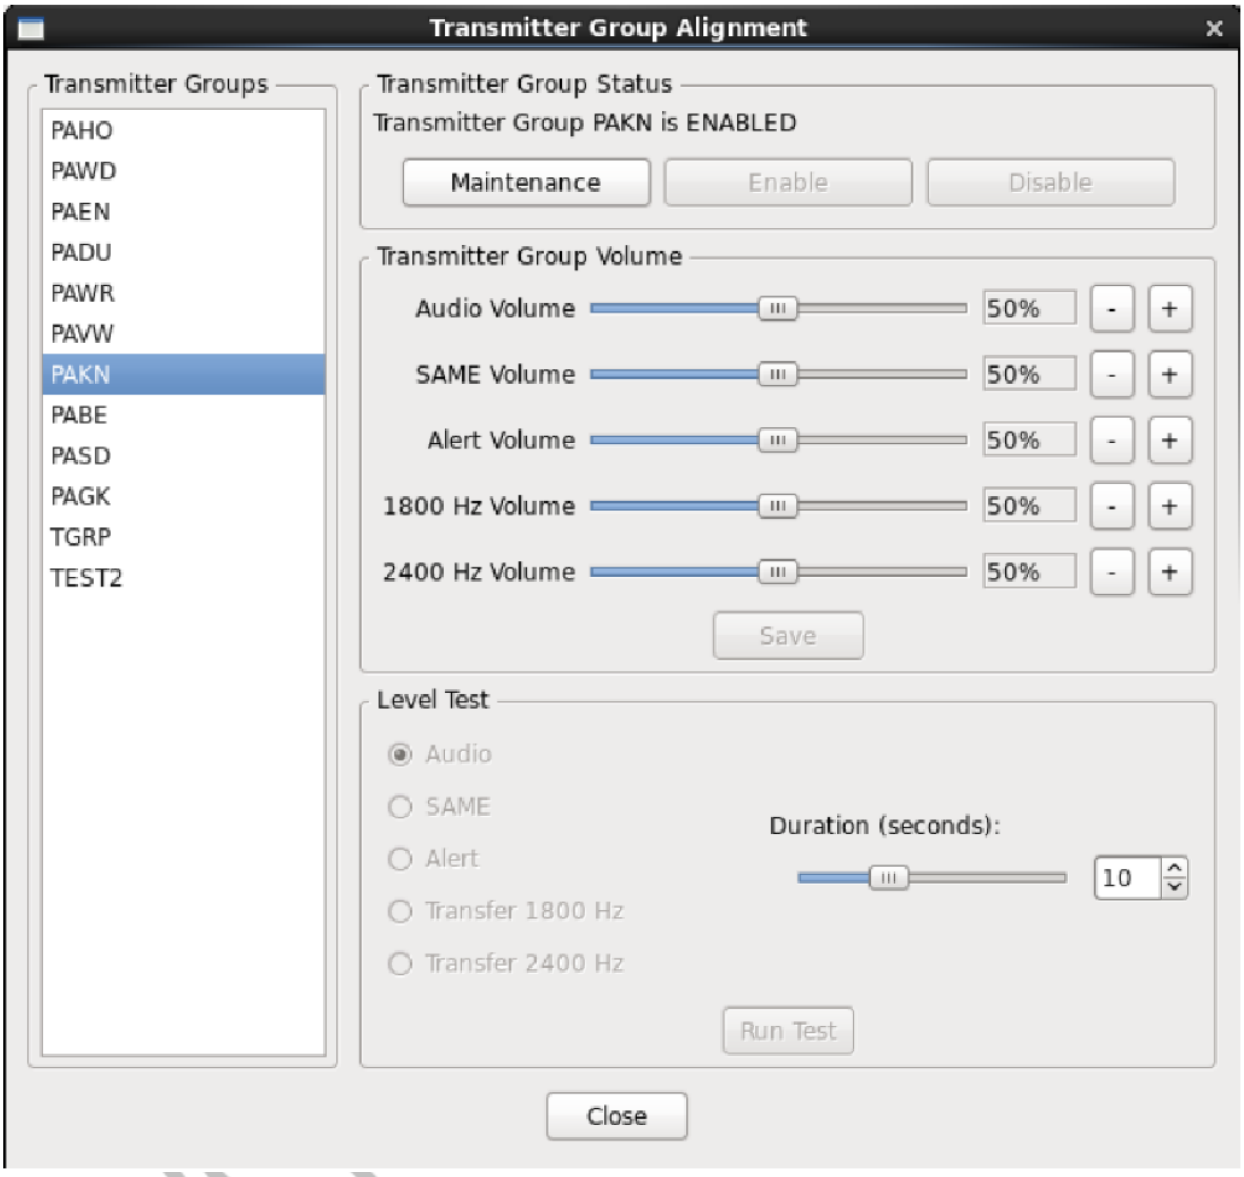

Figure A-16: Transmitter Group Alignment Window
1. From the BMH window, select **Transmitters** and click **Transmitter Alignment**. The *BMH Transmitter Group Alignment* window will appear as follows (see Figure A-16).